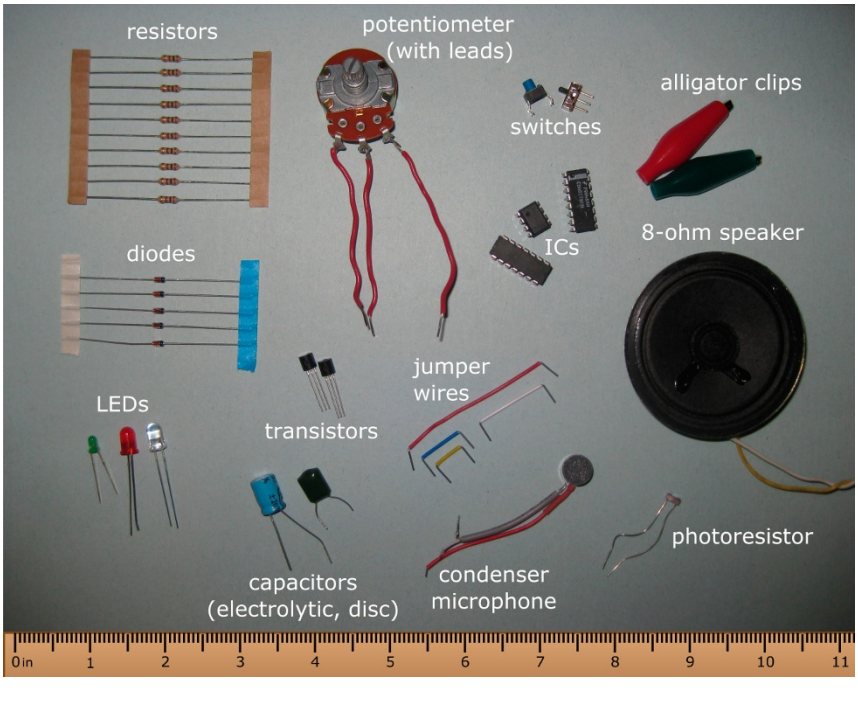

Figura 2-6: Una muestra de los componentes electrónicos utilizados en los experimentos y proyectos de este libro.
En la lista que sigue, a veces especifico un código de producto (identificado por #) y su precio (al momento de escribir esto, a mediados de 2015). Lo hago solo para darle una idea de qué buscar y aproximadamente cuánto debería pagar. Dado que suele haber varias opciones disponibles, no dude en comparar precios. Aquí está su lista de compras de componentes electrónicos, la mayoría de los cuales se muestran en la Figura 2-6:
- ✓ **Conecte los cables a los potenciómetros.**Este paso implica cortar tres tramos cortos (de 5 a 7,5 cm cada uno) de cable sólido de calibre 22 para cada potenciómetro, pelar ambos extremos de cada cable y soldar los cables pelados a los terminales del potenciómetro (consulte la fila superior en la Figura 2-6). Consulte el Capítulo 15 para obtener instrucciones detalladas sobre la soldadura.